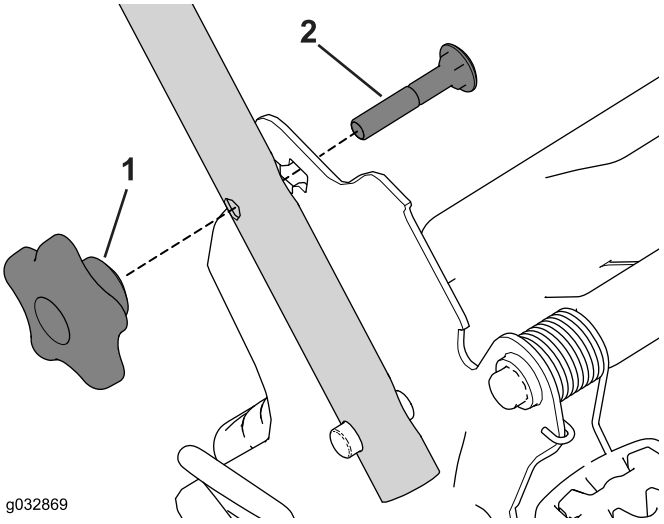

Figur 6
4. För in vagnsskruven (med skruvhuvudet vänt inåt) i det övre eller nedre fyrkantiga hålet på handtagsfästet och det övre hålet på handtagsänden (Figur 6).